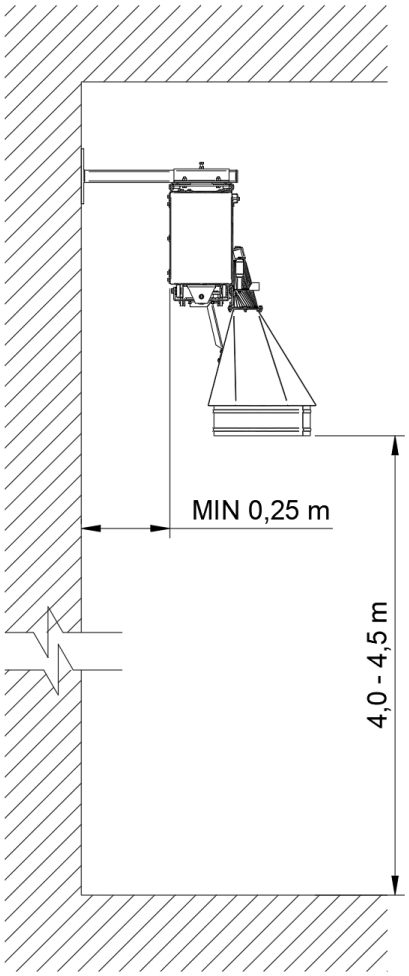
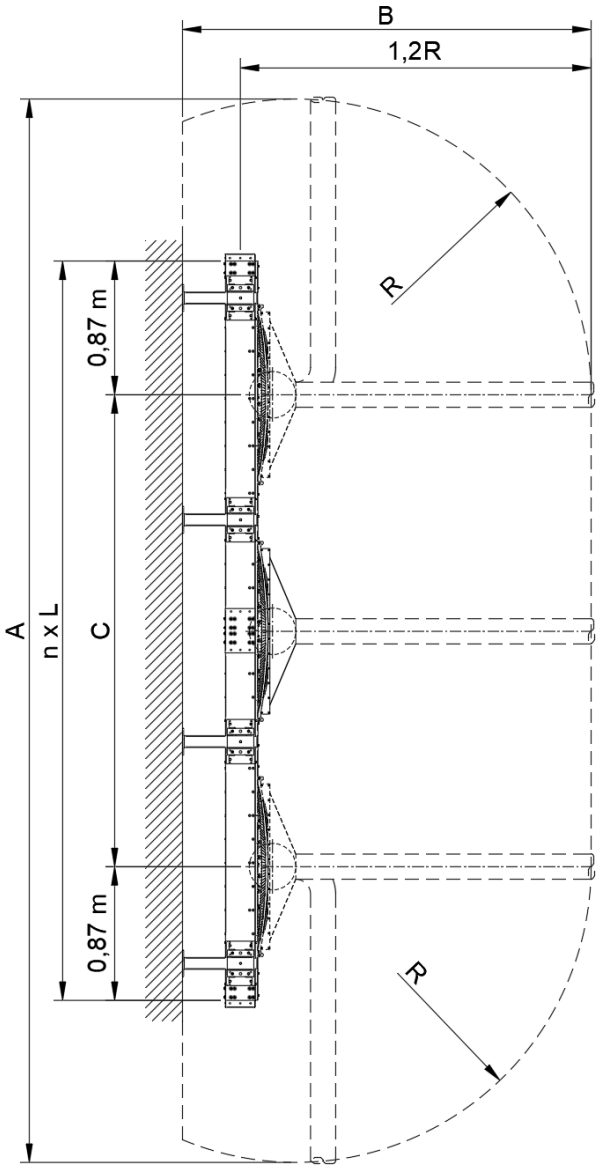
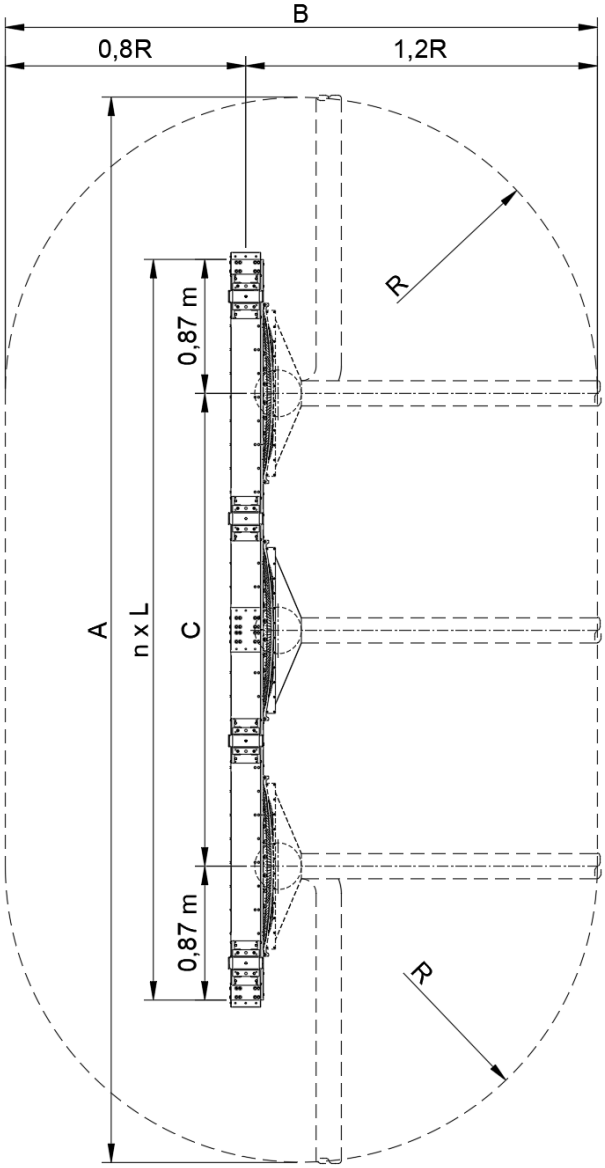

Rysunek 22
Rysunek 23 Mocowanie boczne – obszar pracy
Rysunek 24 Mocowanie górne – obszar pracy
B. Zalecana wysokość montażu umożliwiająca ergonomiczne i swobodne korzystanie z urządzenia to od 4,0 m do 4,5 m – patrz Rysunek 22 na str. 19.
D. Poniżej – patrz Rysunek 23 na str. 19 i Rysunek 24 na str. 20 – określone zostały obszary pracy w zależności od sposobu montażu, tj. do ściany lub sufitu. Bez względu na sposób montażu należy się kierować zasadą przedstawioną niżej – Rysunek 22 na str. 19.